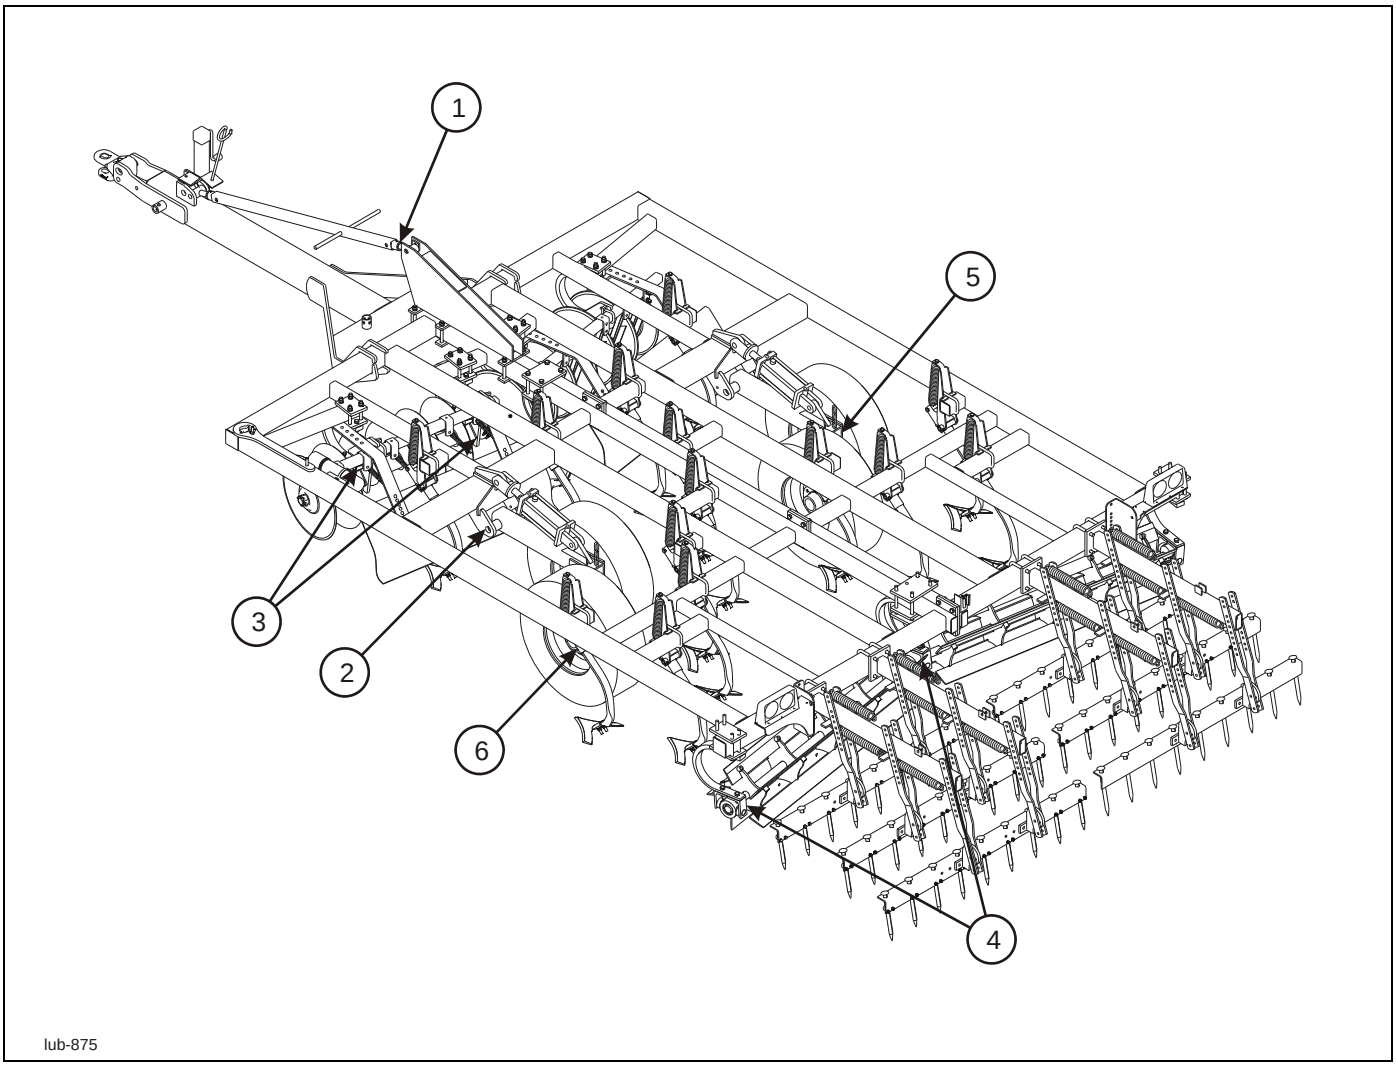

**Figure 4-6: Lubrication Points**
6. Lubricate the machine as shown in **"Lubrication" on page 4-9 (See Figure 4-6.)**
1. **Table 4-1 and Figure 4-6** specifies the number and the period of lubrication points on the **875 Series Tilloll**. Proper maintenance of your machine will, under normal operating conditions, help to keep it operating at or near its peak performance for an extended period of time. Proper maintenance is also a condition of keeping your warranty in good status.